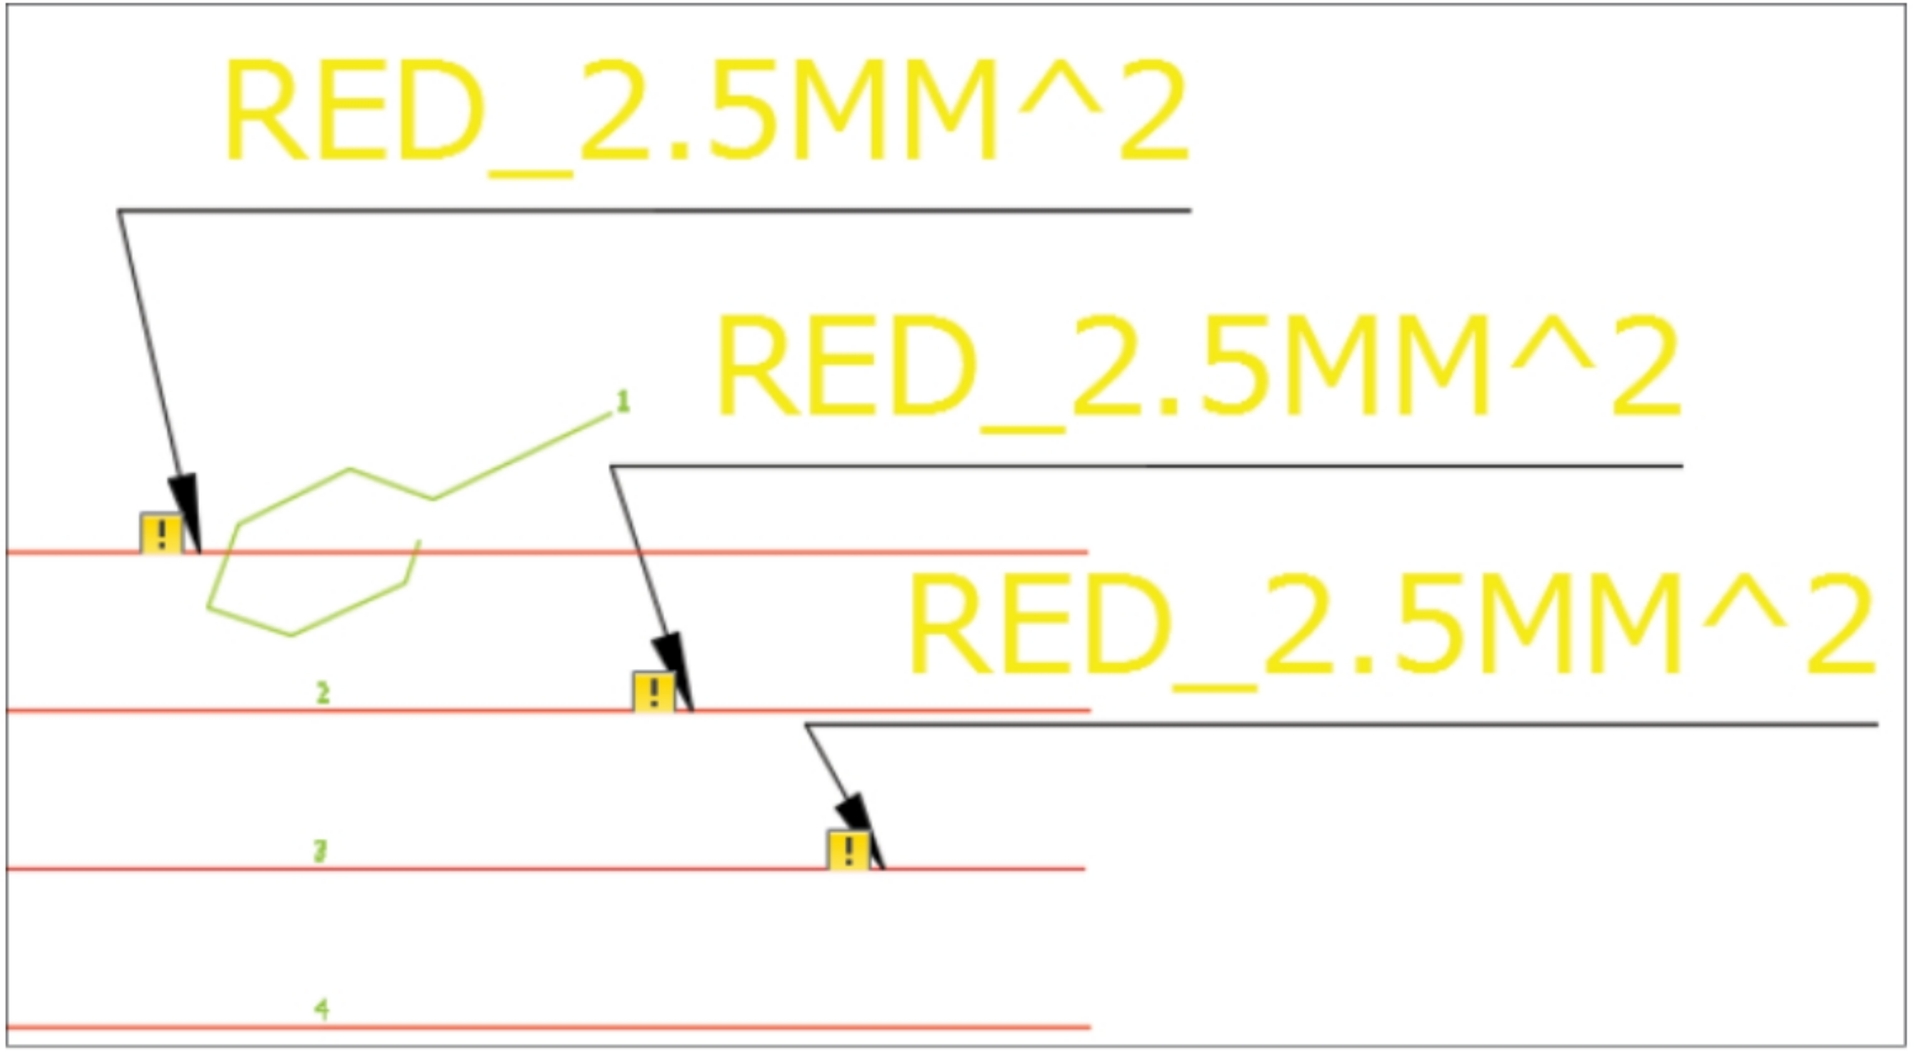

Figure-37. Wire labels
- After selecting desired button, click on the wire and follow the instructions given by system. Press **ENTER** to create the labels. The labels will be attached to the wires; refer to Figure-37.